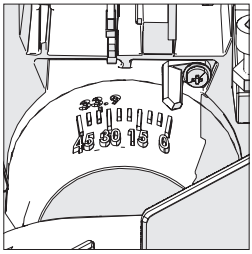

Fig. 23
- Tilt the cutting head to the required angle. A protractor scale is provided as an aid to setting **(Fig 23)**.